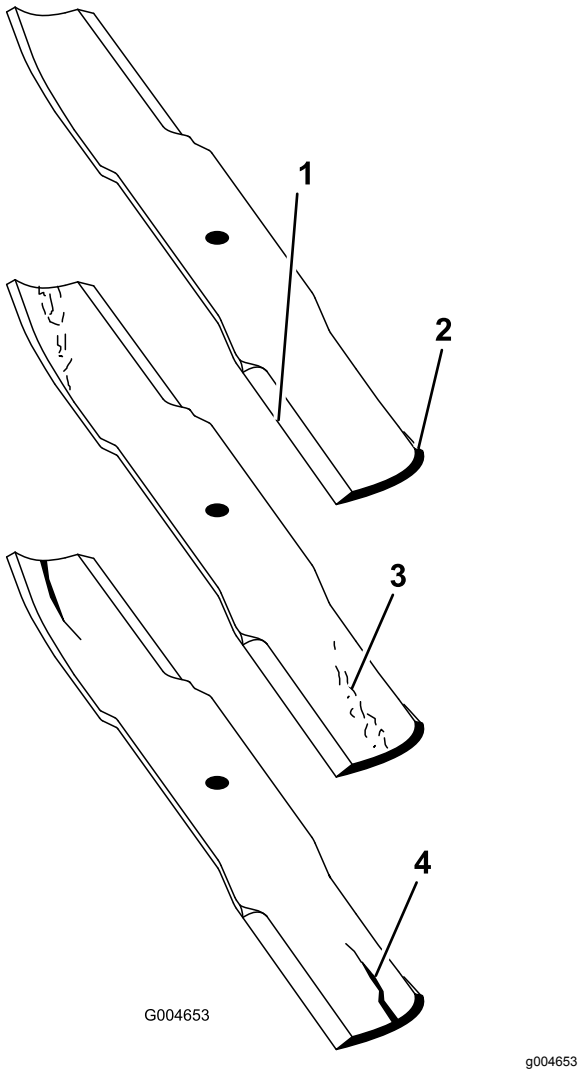

Figur 110
2. Undersök knivseggarna noggrant, i synnerhet där knivens flata och böjda del möts (Figur 110). Kontrollera kniven innan du använder maskinen eftersom sand och slipande material kan slita bort metallen mellan knivens flata och böjda delar. Byt ut kniven om den är sliten (Figur 110).